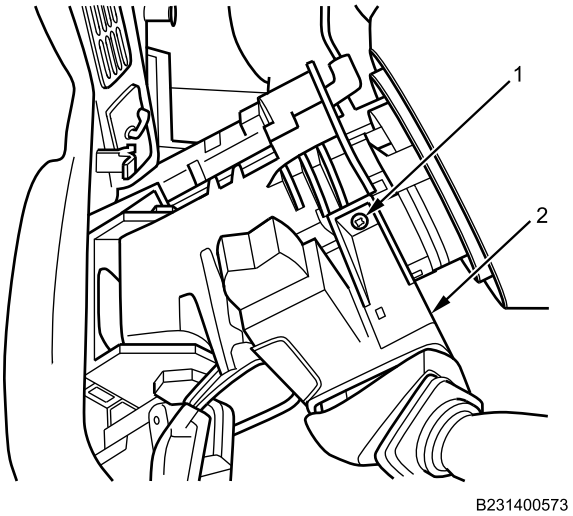

Figure 11. Turn Signal Switch, Upper.
10. Install upper turn signal switch mounting screw (Figure 11, Item 1) into turn signal switch (Figure 11, Item 2).